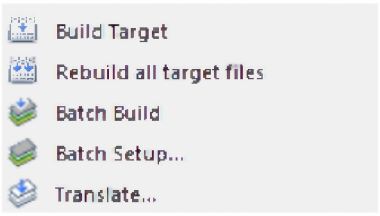

Рисунок 5
4.1.3 Запустить компиляцию через меню Project\Rebuild all target files (Рисунок 5) или нажав кнопку Rebuild, расположенную на верхней панели.